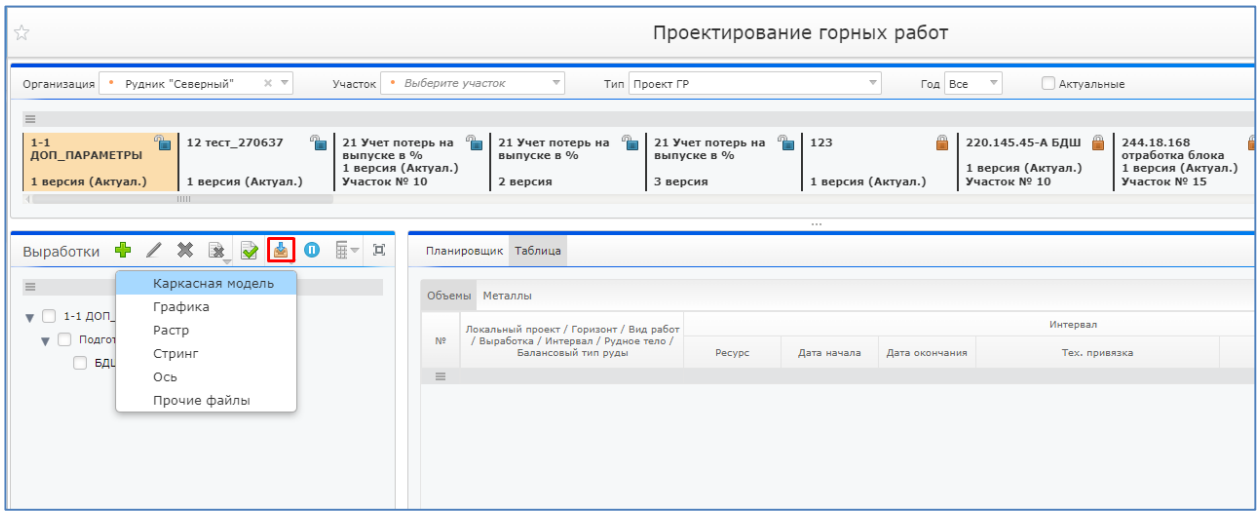

Рисунок 30. Кнопка «Загрузка данных из ГГИС»
3. Нажать на кнопку «Загрузка данных из ГГИС» и выбрать тип загружаемого файла (Рисунок 30);